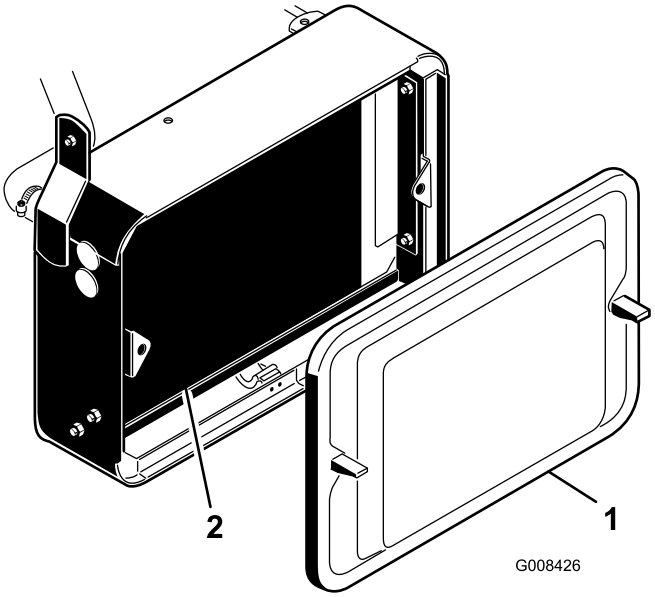

Figuur 45
1. Verwijder het radiateurscherm (Figuur 45).